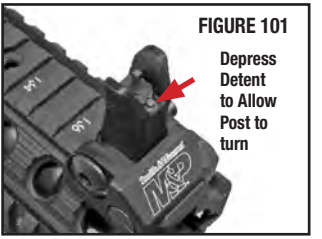

FIGURE 101
FRONT BATTLE SIGHT (If so-equipped) (FIGURE 101)
- If elevation adjustment beyond what the rear sight alone provides is needed, the front sight post can be moved up or down. (FIGURE 101) Depress the front sight detent and rotate the post counterclockwise to raise the post and lower the shot's impact - and clockwise to lower the post and raise the shot's point of impact